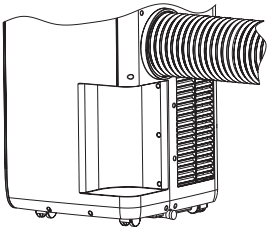

Fig9
9. Exhuast air duct & its accessories assembly finished as Fig9 drawing illustrated.